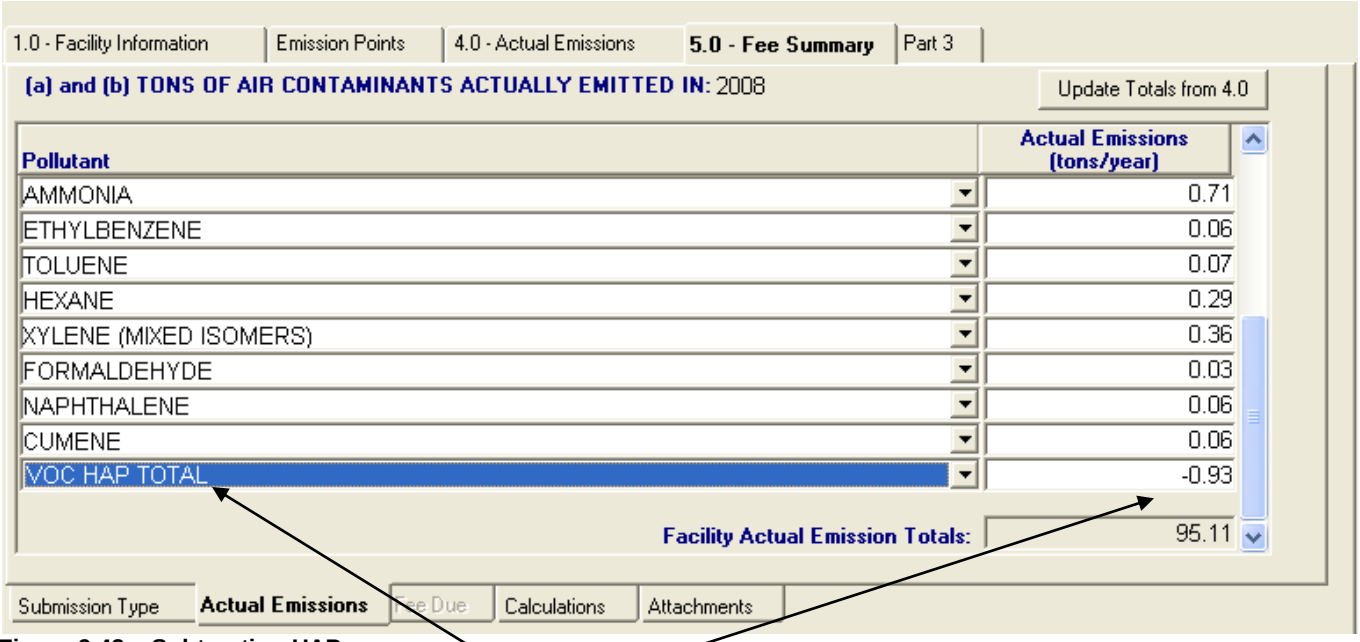

Figure 9.43 – Subtracting HAPs
5. Subtract HAPs which are included in the VOC and PM_{10} totals. To do this, add all the individual pollutants that are VOC HAPs. Right click under the **Pollutant** list and add "VOC HAP TOTAL." Enter the total VOC HAP as a negative number. For PM HAP, add all the individual pollutants that are PM HAPs. Right click under the **Pollutant** list and add "PM HAP TOTAL." Enter the total PM HAP as a negative number (see Figure 9.43). Save these updates.